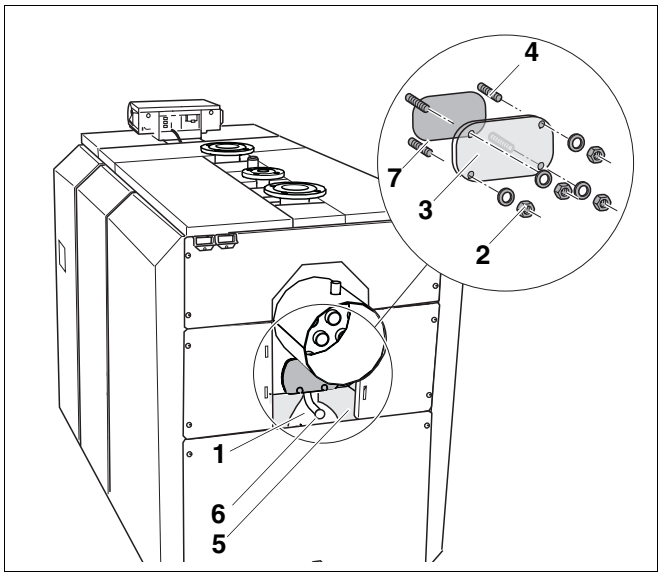

Рис. 55 Установка крышки для чистки
- Отодвинуть немного в сторону теплоизоляцию коллектора дымовых газов (рис. 55, **поз. 5**), чтобы можно было вновь установить на коллектор крышку для чистки.
- Посадить на шпильки крышку для чистки коллектора дымовых газов (рис. 55, **поз. 3**) с уложенной прокладкой (рис. 55, **поз. 4**).
- Закрепить крышку для чистки (рис. 55, **поз. 3**) гайками с шайбами (рис. 55, **поз. 2**) на коллекторе дымовых газов (рис. 55, **поз. 1**). Момент затяжки 12 Нм (вручную).